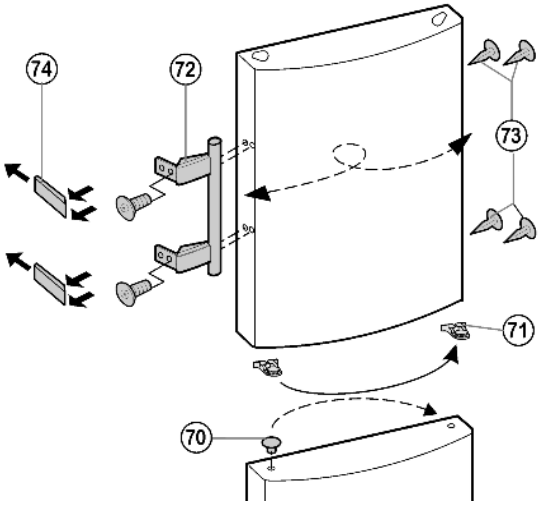

Fig. 18
- ▶ Die Federklemme *Fig. 18 (71)* aus der oberen Tür ausrasten und auf die neue Scharnierseite umsetzen.
- ▶ Stopfen *Fig. 18 (70)* aus der Türlagerbuchse unten herausheben und umsetzen.
- ▶ Türgriffe *Fig. 18 (72)*, Stopfen *Fig. 18 (73)* und Druckplatten *Fig. 18 (74)* abmontieren und auf die Gegenseite umsetzen.